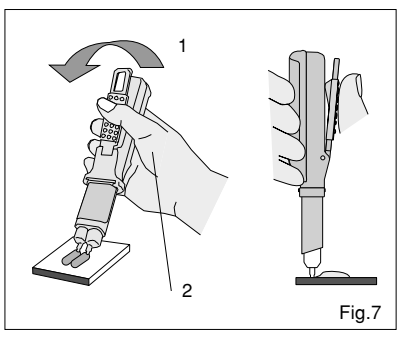

Fig.7
b) Mente si preme la leva, stendere e staccare il materiale estruso portando la cartuccia e il dispenser in posizione verticale sul blocco di miscelazione. (Fig.7)
b) Mientras presione la palanca, nivele e interrumpa el material que sale de las puntas del cartucho moviendo el cartucho y el aplicador a una posición vertical sobre el bloque de mezclas. (Fig.7)
b) Tijdens indrukken van de hefboom, maakt u het ge-extrudeerde materiaal gelijk en snijdt u het af door de cartridge en dispenser op het mengblokje in een opwaartse richting te bewegen. (Fig.7)